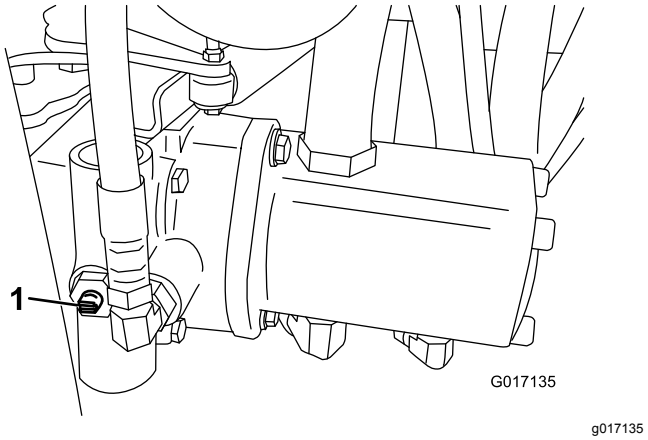

Figuur 32
1. Ga naar de omloopklep op de pomp en draai deze zodat de sleuf verticaal staat (Figuur 32).
2. Voordat u de motor start, moet u de omloopklep sluiten door deze zo te draaien dat de sleuf horizontaal staat (Figuur 32). U mag de motor niet starten als het ventiel open is.